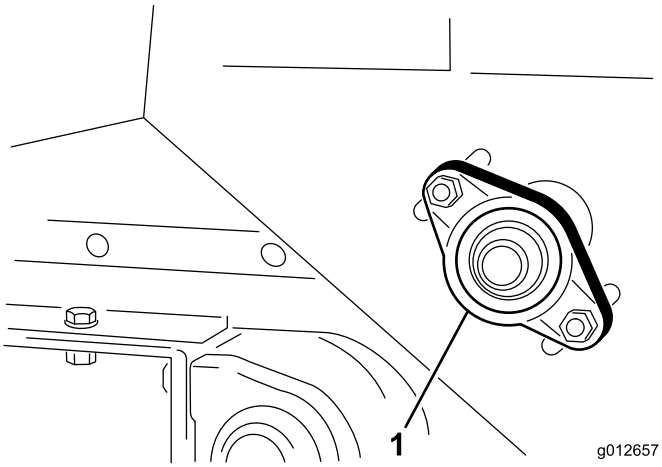

Rysunek 29
1. Poluzuj nakrętki mocujące obudowę łożyska (Rysunek 29) po prawej stronie maszyny.